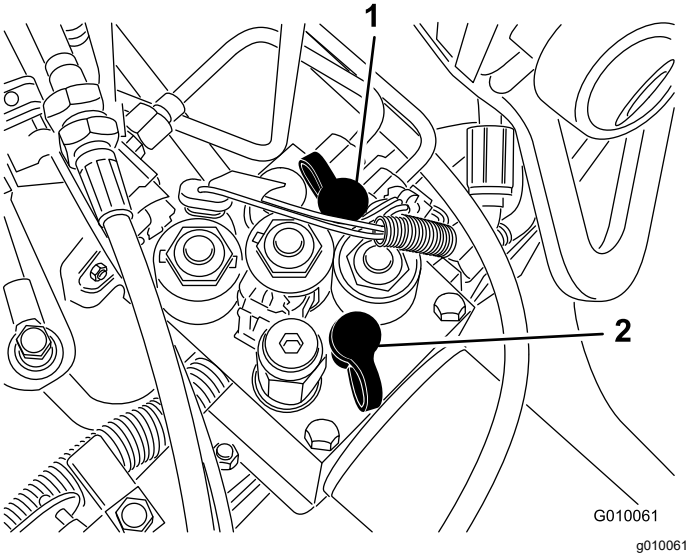

Rysunek 65
- Port do prób G2 (Rysunek 65) pomaga w rozwiązywaniu problemów z układem ładowania jazdy.
- Port do prób G1 (Rysunek 65) pomaga w rozwiązywaniu problemów z ciśnieniem układu podnoszenia.